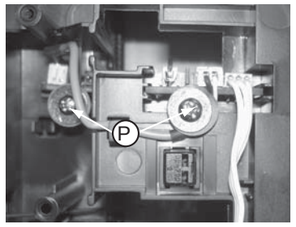

Figure 17
1) Loosen 2 screws “P” to remove stop sw+open sw board as shown in figure 17.